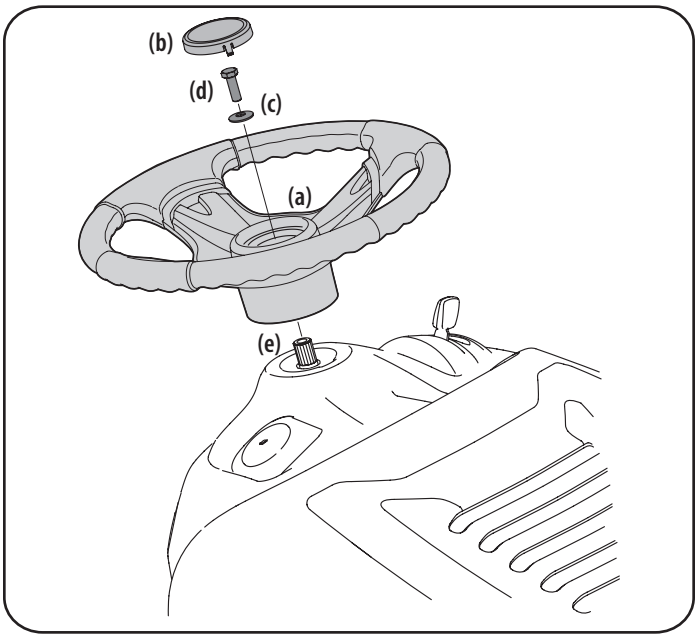

Figura 4
1. Si su tractor no traía el volante (a) instalado, los herrajes para instalarlo se han embalado dentro del volante (a), debajo de la tapa del volante (b). Con cuidado y usando una palanca, extraiga la tapa del volante (b) y retire la arandela cóncava (c) y el perno hexagonal (d). Consulte la Figura 4.
2. Con las ruedas del tractor mirando hacia adelante, coloque el volante (a) sobre el eje de dirección (e). Consulte la Figura 4.
3. Coloque la arandela cóncava (c) – con el lado cóncavo hacia abajo – sobre el volante (a) y ajústela con el perno hexagonal (d). Consulte la Figura 4.
4. Coloque la tapa del volante (b) sobre el centro del volante (a) y empuje hacia abajo hasta que calce en su lugar. Consulte la Figura 4.